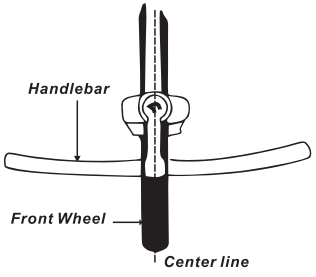

fig.10 Handlebar and Handlebar Stem Assembly
2. Align the handlebar stem with the front wheel (see fig.10). Tighten securely the expender bolt with as adjustable wrench. Note: Some models require a 6mm allen key. (Tightening torque: 18N.m or 14footlbs.torque).
6. Be sure that your handlebar and stem assembles are properly tight before riding. The handlebar should not rotate in the stamen you straddle and grip the front wheel between your knee, the handlebar should not be able to turn when you apply pressure horizontally. Refer to (fig.10)